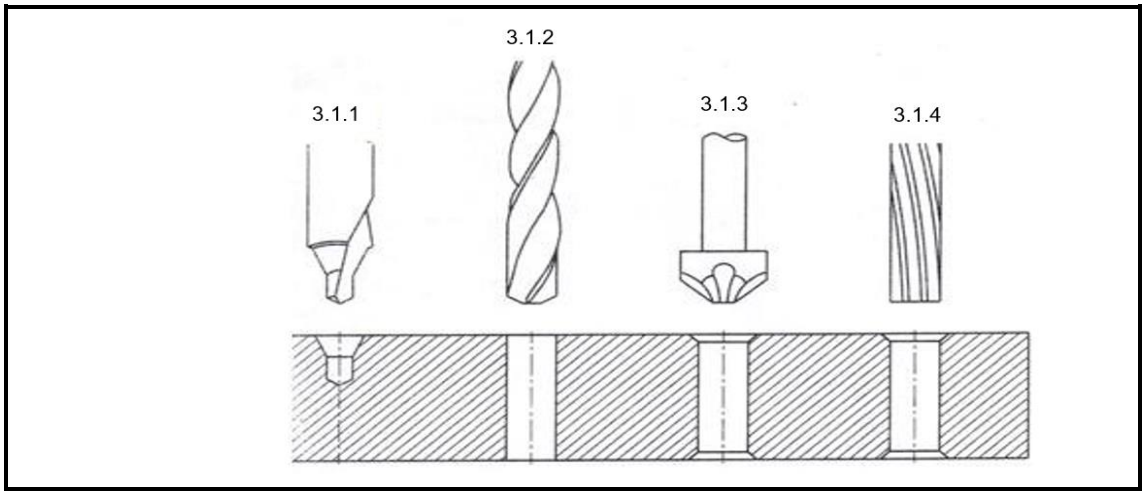

FIGUUR 2
3.1 Vier aksies wat met 'n boormasjien gedoen kan word, word in FIGUUR 2 hier onder aangetoon.